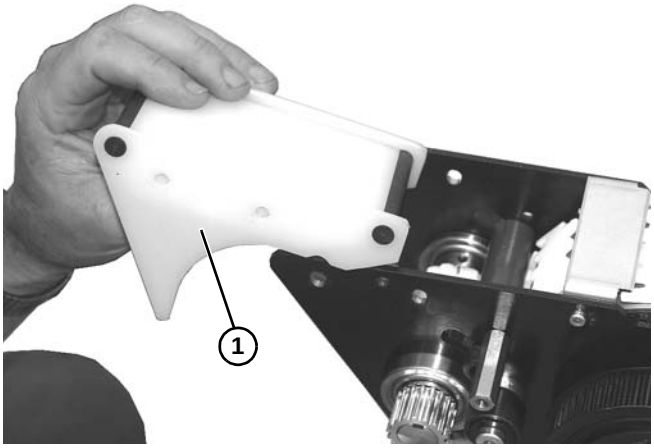

Figure 109
11. Remove wear bar assembly **(Figure 109, item 1)** from power transfer.